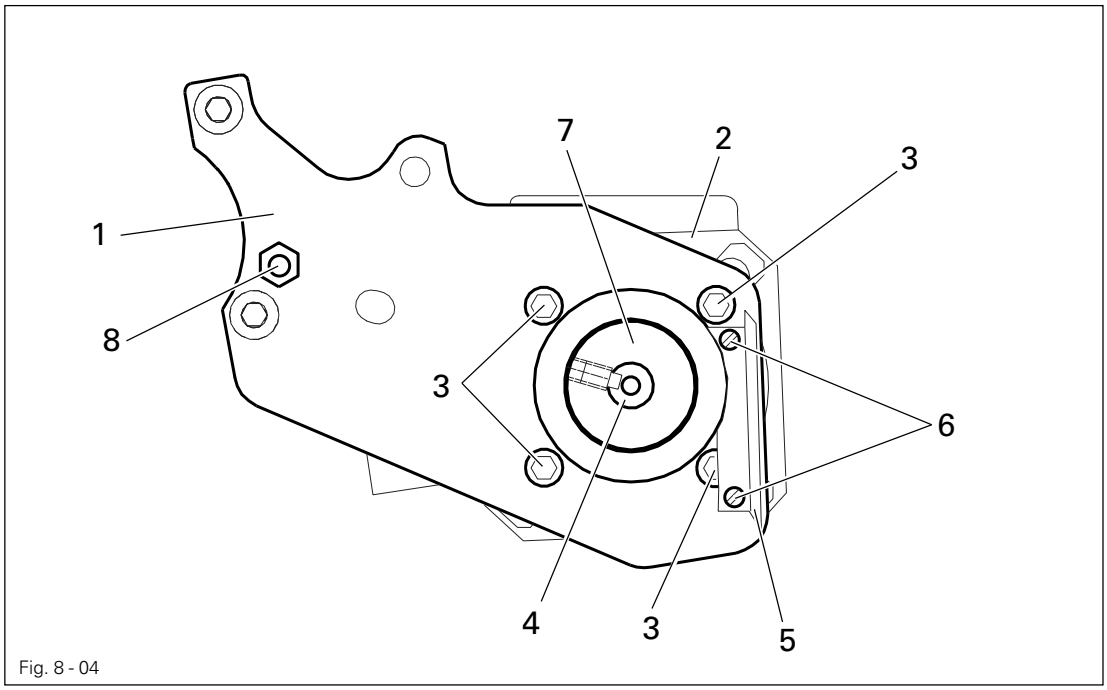

Fig. 8 - 04
- Attach bearing plate **1** to motor **2** with screws **3** as shown in **Fig. 8 - 04**.